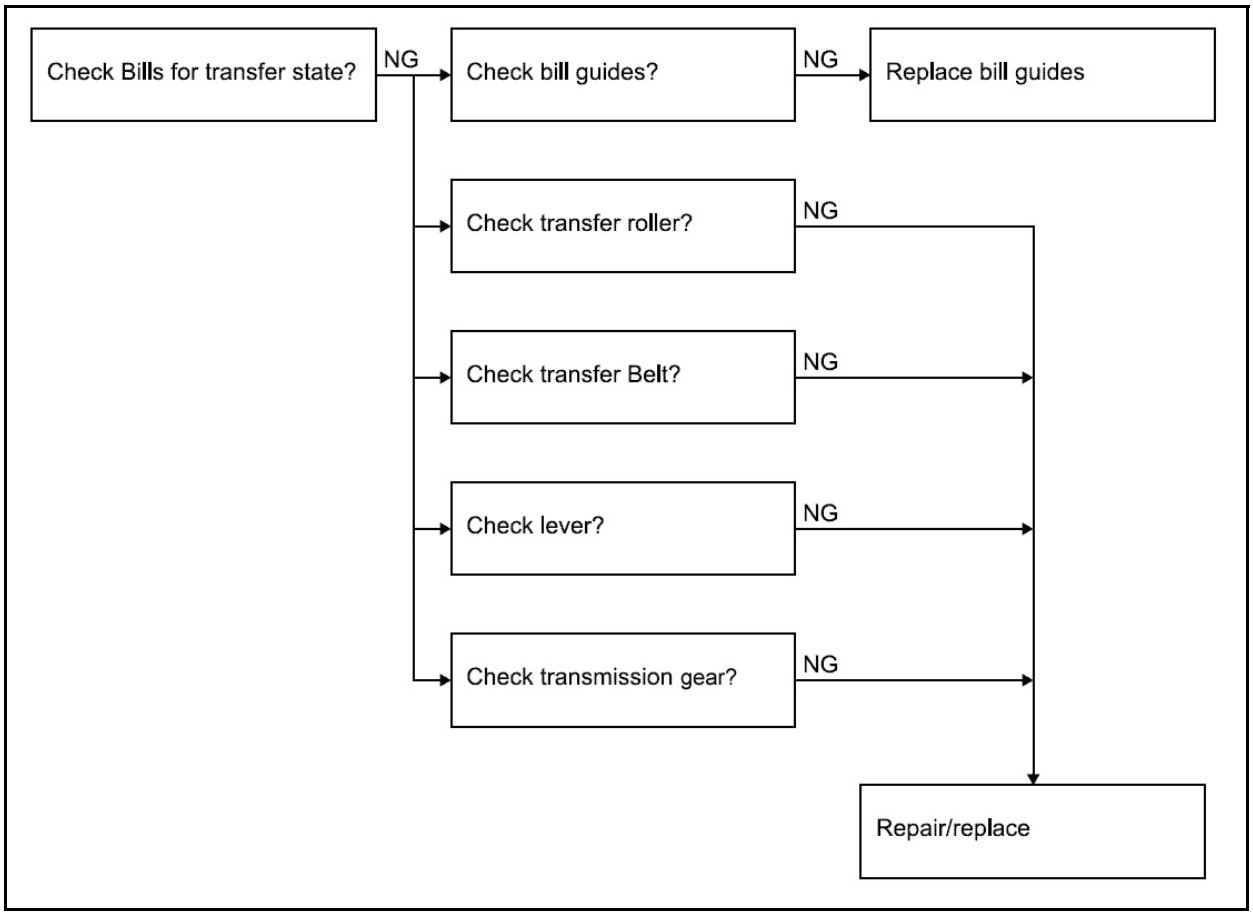

Figure A-5 DBV-30X Bill Validator Improper Bill Transfer Flow Chart Diagram
4. Improper bill transfer (See Figure A-5).
The Figure A-5 Flowchart diagrams the fault conditions related to Improper bill transfers.